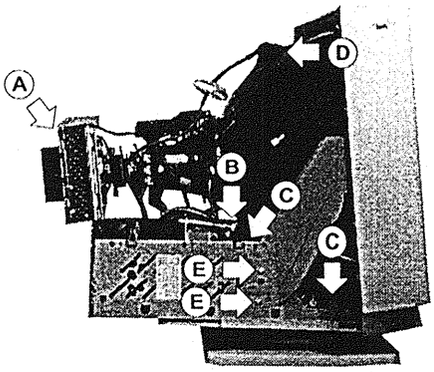

Figure 2-5 Remove the Neck Board (left side)
4. Disconnect the ground wire from the neck shield. Refer to the figure 2-5 (A).
5. Release the cord cramper from the FBT cover. Refer to the figure 2-5 (B).
6. Remove the two connected pins from the main board. Refer to the figure 2-5 (C).
7. Remove the anode cap from the CRT. Refer to the figure 2-5 (D).
2. Remove the two screws from the shield. Refer to the figure 2-5 (E).